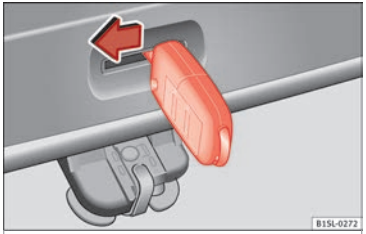

Fig. 140 From the luggage compartment: Emergency unlocking of the booth hatch.
- Insert the key shaft into the rear lid opening ››› **Fig. 140** and press the release lever in the direction of the arrow to unlock the rear lid.